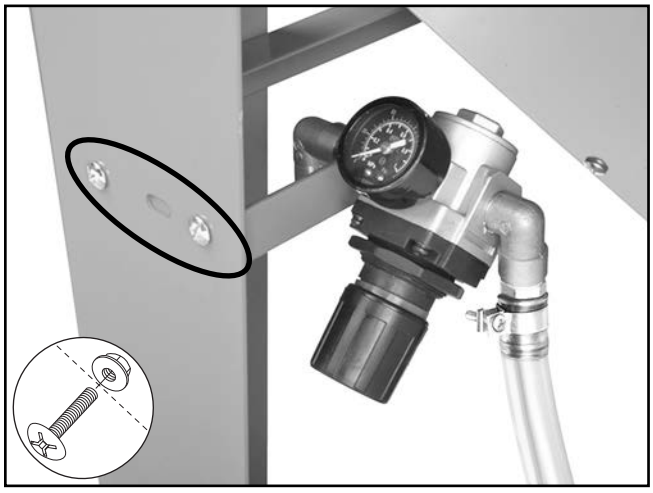

Figure 16. Regulator installation.
15. Fasten pressure gauge and regulator "L" bracket (see **Figure 16**) to left-front leg using (2) M6-1 x 12 cabinet screws and M6-1 flange nuts.